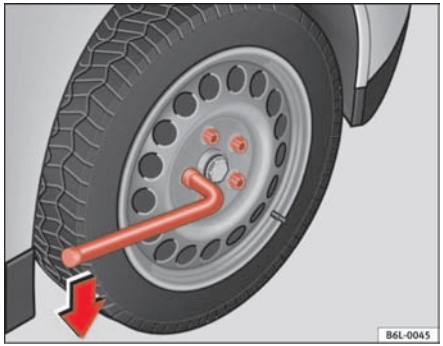

Fig. 133 Changing the wheel: Loosening the wheel bolts
– Grasp the box spanner by the end turn it about one full turn to the **left** ⇒ fig. 133.